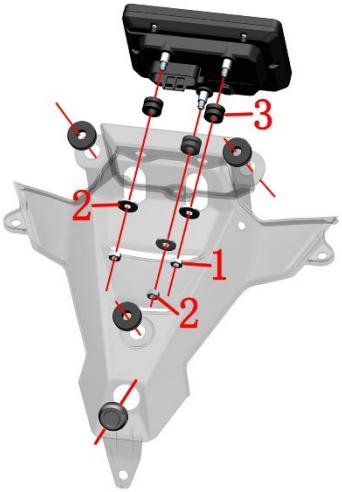

图 2
b. 使用 10#套筒拆下 M6 螺母（1）、用 10#梅花扳手拆下 M6 螺母（2），注意不要遗失垫片（2）和缓冲胶（3）。（图 2）。
b.用 T25 梅花扳手拆下如图 2、3、4 所示的 M6 内梅花螺栓。